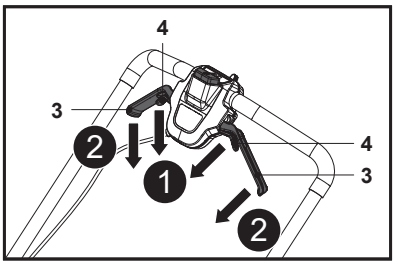

Fig. 19
1. Solte as alavancas de autopropulsão (4) a fim de parar a função de autopropulsão (Fig. 19, passo 1).
2. Solte as alavancas de arranque (3) para parar o motor e a lâmina de corte (24) (Fig. 19, passo 2).
4. A lâmpada de trabalho (16) desliga-se automaticamente após cerca de 10 segundos.